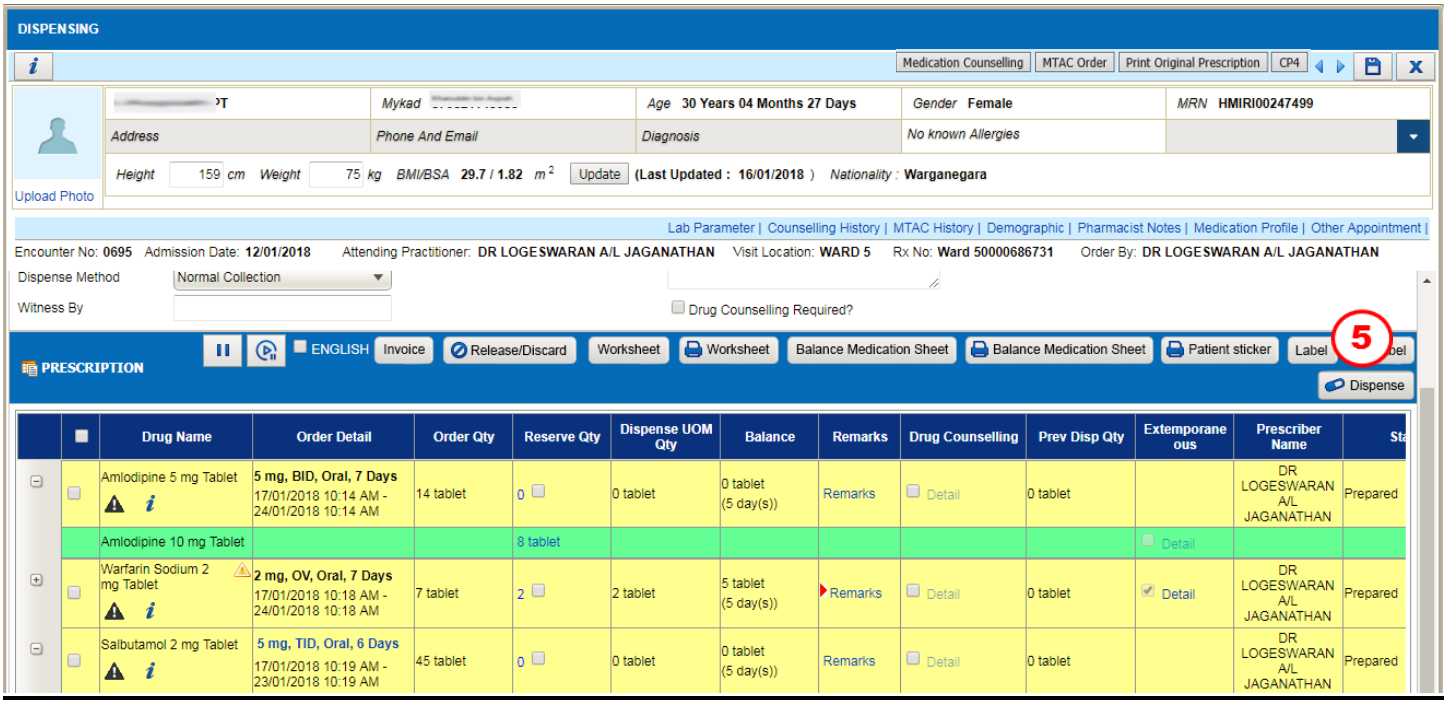

Figure 3.3-2 Dispensing
- Medication Counselling *button added at Dispensing screen and Single Stage screen as per Figure 3.3-2. Once click on the button, Medication Counselling Order screen will appear.*
- MTAC Order *button added at Dispensing screen and Single Stage screen as per Figure 3.3-2. Once click on the button, MTAC Order screen will appear.*